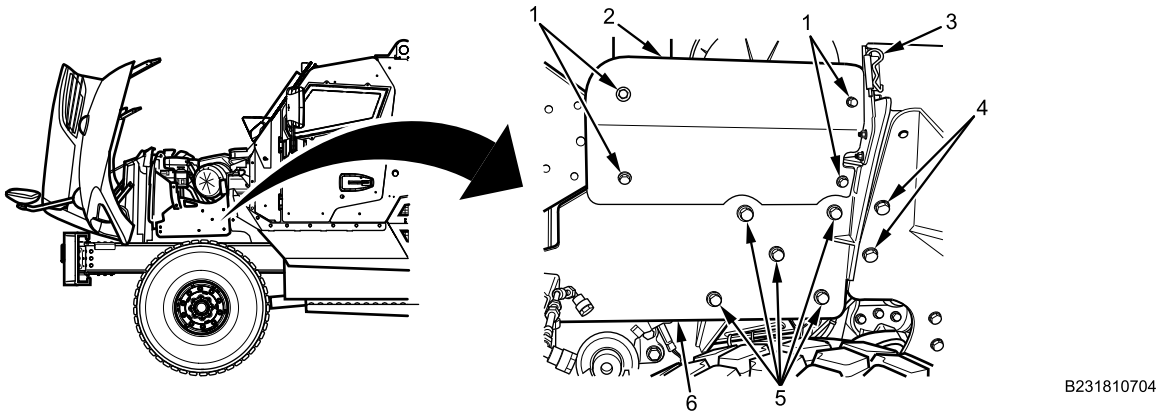

Figure 2. Left Side Engine Armor.
2. Remove locking pin (Figure 2, Item 3) from power distribution armor plate and position aside.
3. Remove four bolts (Figure 2, Item 1) from upper engine armor plate (Figure 2, Item 2). Remove upper engine armor plate.
4. Remove two bolts (Figure 2, Item 4) from wheel deflector armor plate.
5. Remove five bolts (Figure 2, Item 5) from lower engine armor plate (Figure 2, Item 6). Remove lower engine armor.